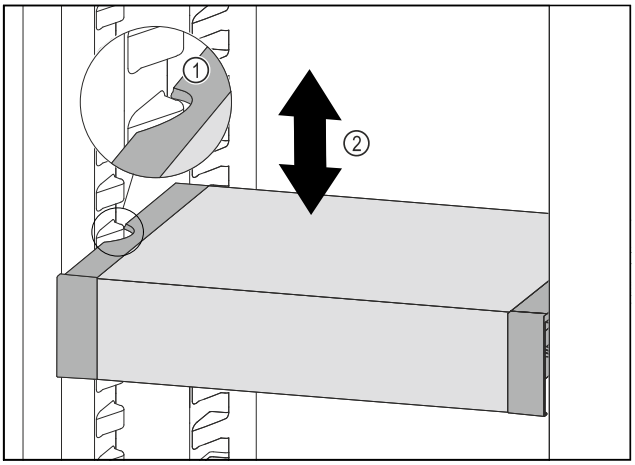

Fig. 165
▶ 向前移动 VarioSafe，直到 VarioSafe 两侧的凹槽与冷藏区中的容器肋梁持平。 *Fig. 165 (1)*
▶ 在冷藏区中向上或向下移动 VarioSafe，直至所需高度。 *Fig. 165 (2)*